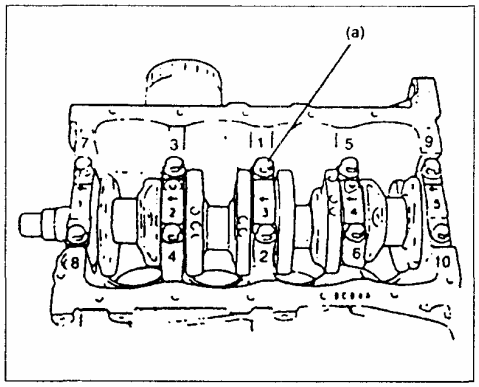

Рис. 174
4) Установите крышки коренных подшипников так, чтобы метка на каждой крышке была направлена в сторону шкива коленвала. Устанавливать крышки необходимо по порядку: 1-я, 2-я и т.д. до 5-й, начиная от шкива коленвала (Рис. 174). После установки крышек подшипников, затяните болты в несколько приемов необходимым моментом как показано на рисунке.